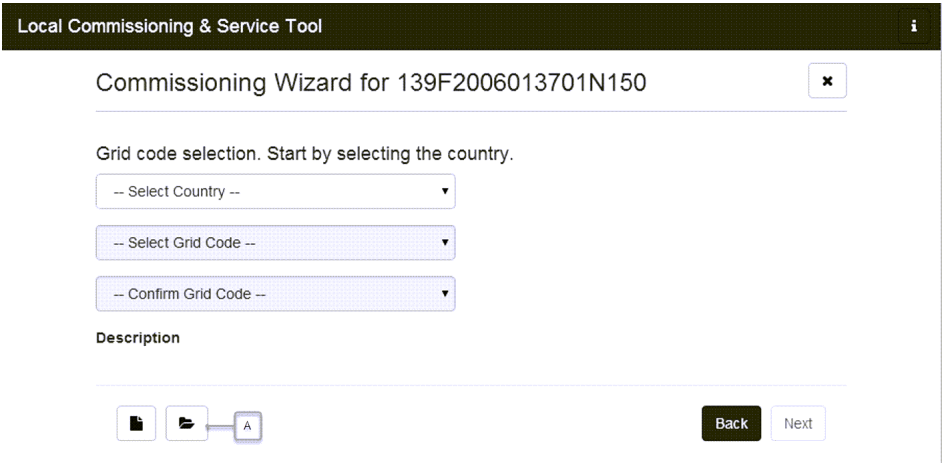

Imagen 15: LCS-Tool - selección de país y código de red
9. Para cargar un registro de datos nacionales específico del cliente (archivo JSON), seleccione en Grid code selection el símbolo de abrir (símbolo de abrir: botón (A) en imagen15).